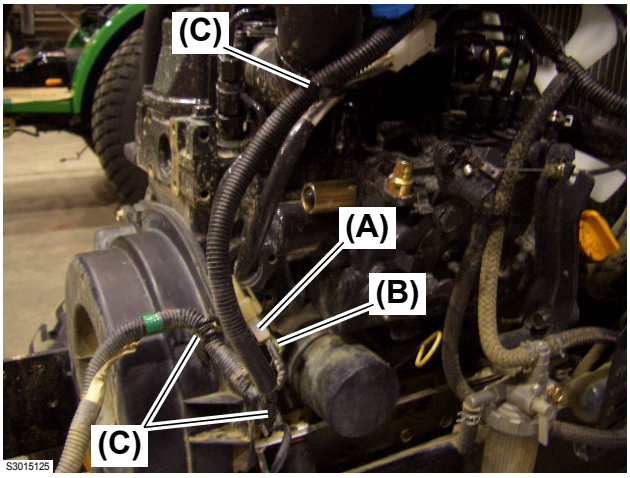

Fig. 7
16.Disconnect the glow plug wire harness connector **(Fig. 7, (A))** from the main harness connector.
17.Disconnect the connector for the engine oil pressure switch **(Fig. 7, (B))**.
18.Separate the main harness from the wire clips **(Fig. 7, (C))** at the three (3) locations shown.